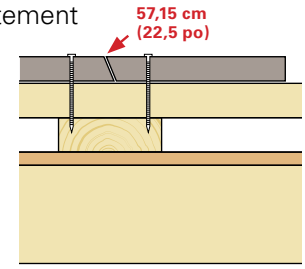

Fig. 19
- Pour empêcher l'eau de pénétrer dans le mur derrière le revêtement, coupez toujours les planches et les moulures à un angle de 22,5 ou 45 degrés. *(Voir la figure 19)*